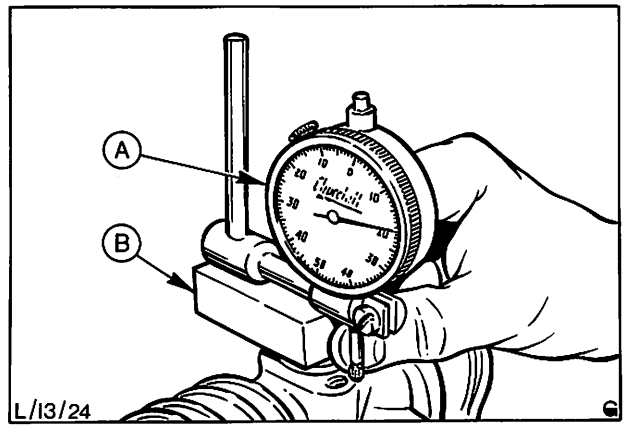

Abb. 28 Höchste Stellung des Gleitsteins ermitteln
12. Der Meßblock muß auf dem Gleitstein festgehalten werden und der Meßuhr-Taststift die Anlagefläche des Gleitsteindeckels berühren. Beim Schieben der Zahnstange von Anschlag zu Anschlag (durch Drehen des Ritzels) den höchsten Ausschlag des Meßuhrzeigers aus der Nullstellung ablesen, Abb. 28.